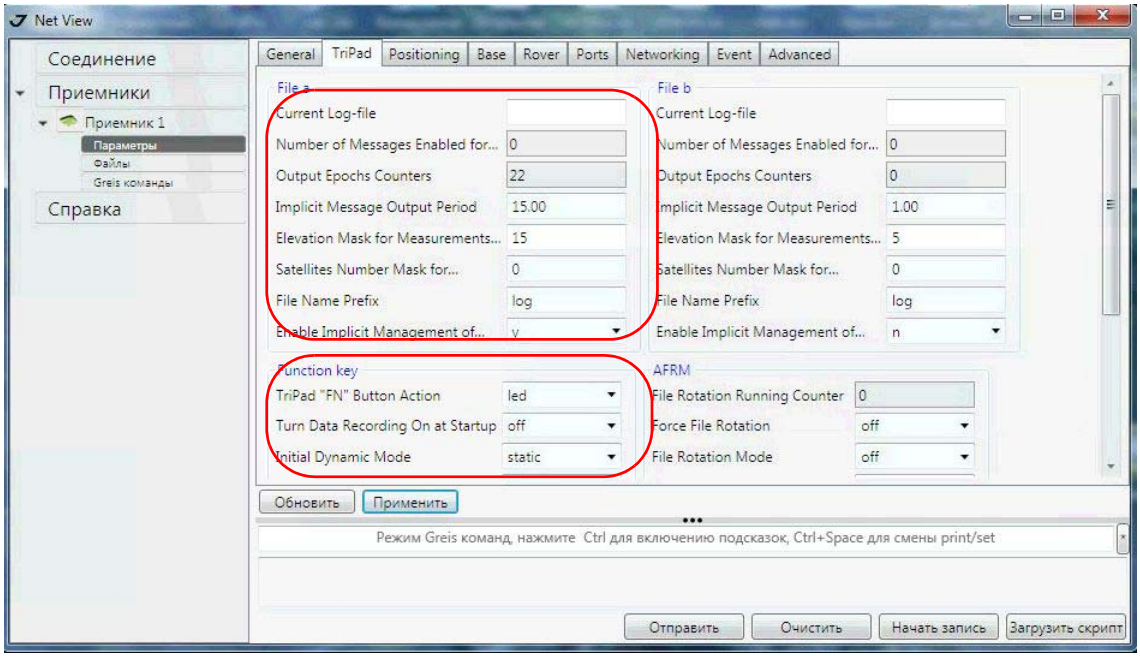

Рисунок 28. Настройки в закладке TriPad
4. Перейдите в закладку *TriPad* и настройте следующие параметры (Таблица 18), а затем нажмите *Применить* (Рис. 28 на стр. 47).